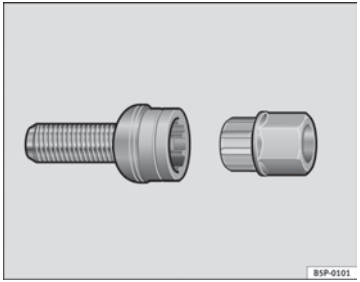

Fig. 180 Viti antifurto
– Innestare l'adattatore nella vite antifurto, spingendolo fino in fondo ⇒ fig. 180.